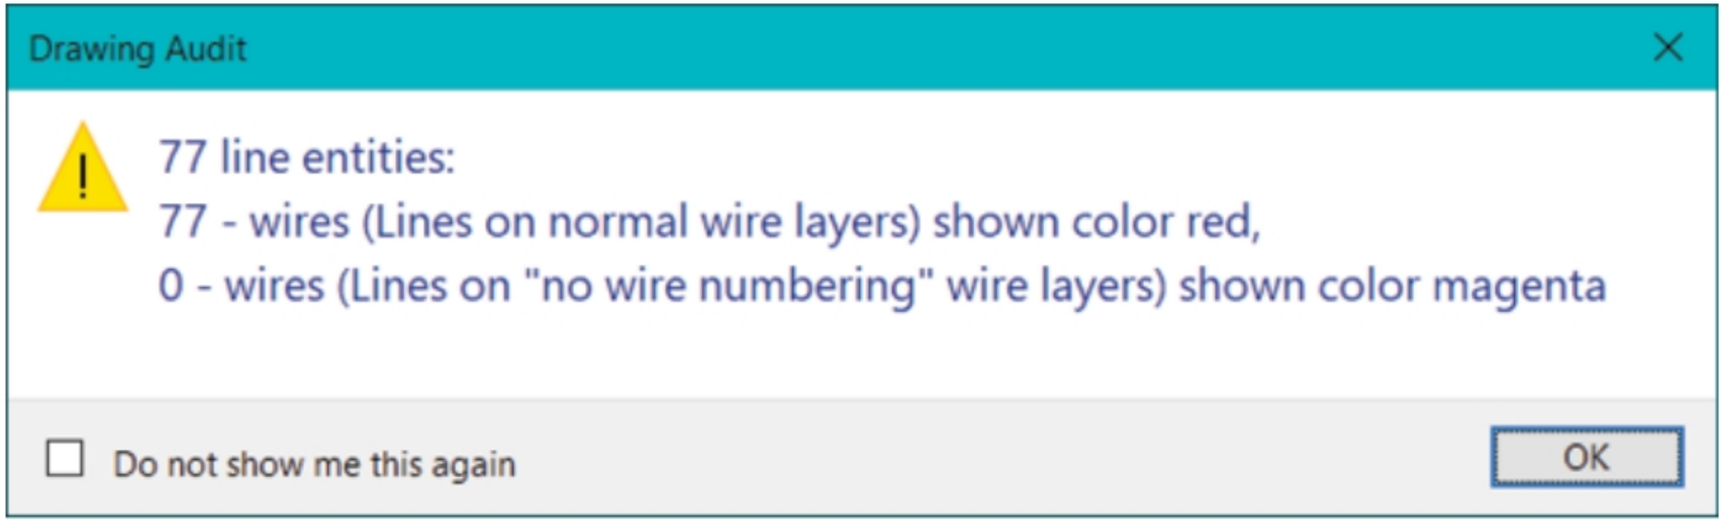

Figure-81. Drawing Audit dialog box
- Click on the **OK** button from the dialog box. The **Drawing Audit** dialog box will be displayed; refer to Figure-81.